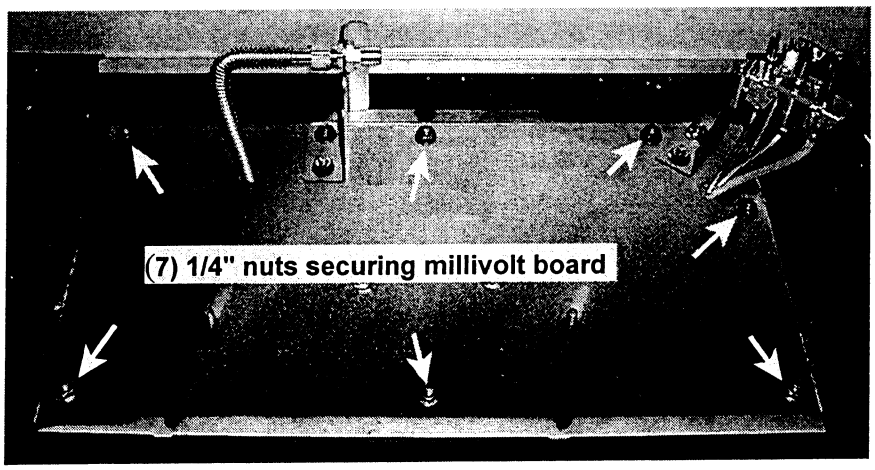

Figure 18
8. Loosen and remove the (7) 1/4" nuts securing the millivolt board and, while grasping the board, gently lift it off the (7) bolts and remove from the unit. Figure 18.
1. Grasp the board with both hands and place into the unit, lining up the (7) 1/4" holes in the millivolt board to the (7) studs on the firebox bottom. Refer to Figure 18.